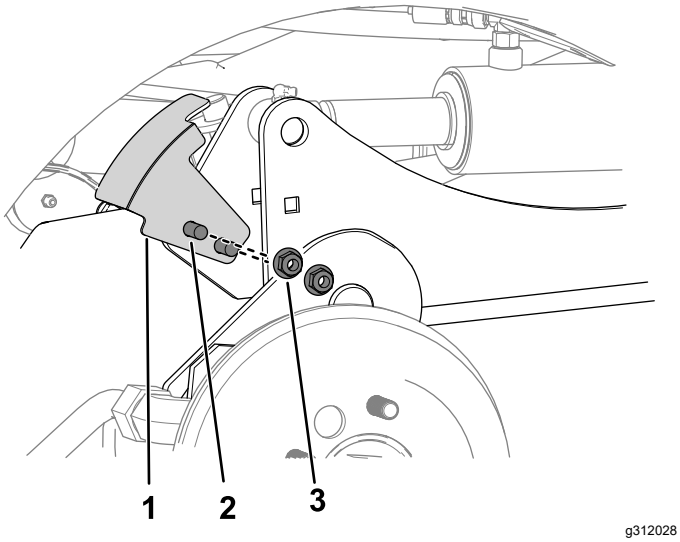

Figure 8
5. Avec 2 boulons de carrosserie et 2 écrous (⅜ po), fixez le support du capteur sur le bras de levage droit (Figure 8).